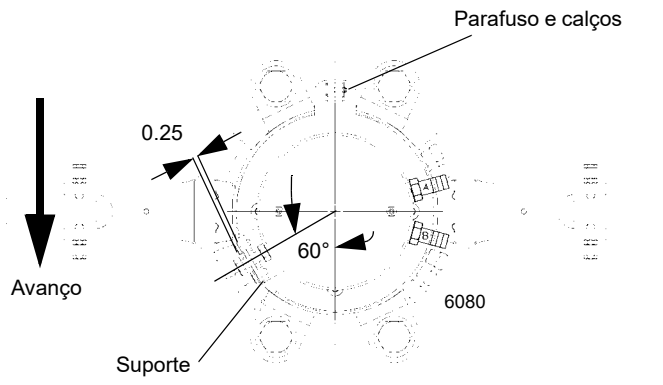

FIGURA 6-6
3. Verifique se o furo rosqueado na parte inferior da base da rótula elétrica está alinhado com o furo de montagem no suporte da caixa da rótula de água. Instale o parafuso através do furo no suporte e instale a porca. Parafuse o parafuso no furo na base da rótula elétrica até que a cabeça do parafuso fique a aproximadamente 0.25 pol. (6,4 mm) do suporte. Aperte a porca de encontro à rótula elétrica (Figura 6-6).